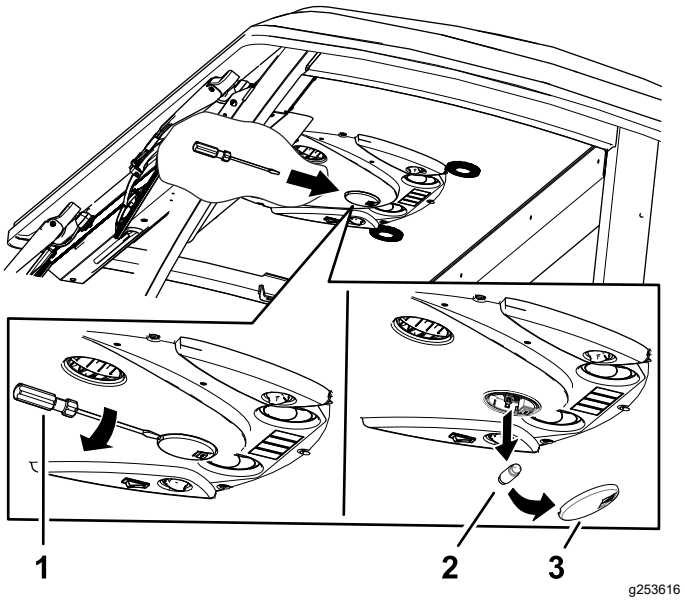

Bild 85
1. Verwenden Sie einen Schraubendreher, um die Lichtscheibe vom Bedienfeld zu entfernen (Bild 85).
2. Entfernen Sie das Leuchtmittel aus der Fassung (Bild 85).